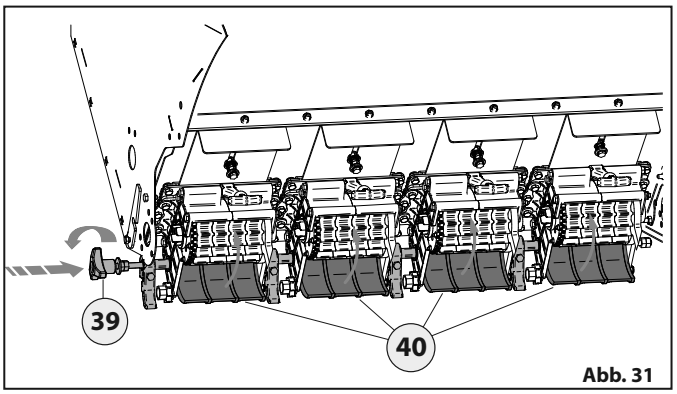

Abb. 31
- Sobald diese Arbeiten an allen Verteilern ausgeführt wurden, die Taster **40** schließen und den Drehknopf **39** nach oben schieben und drehen „Abb. 31".